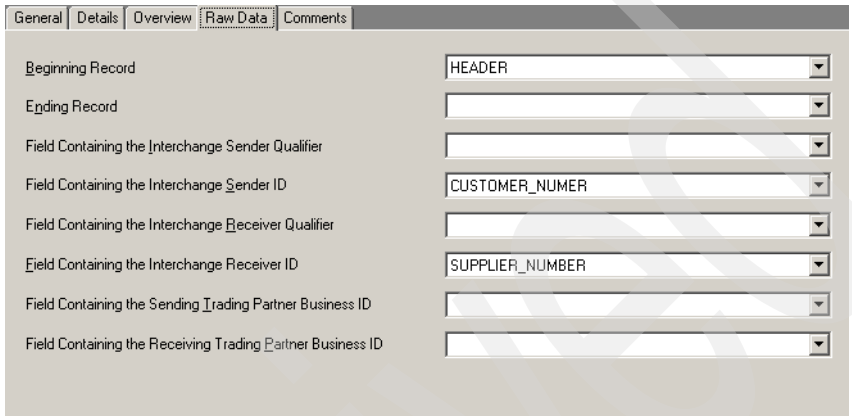

Figure 15-10 Details tab of the PURCHASE_ORDER document definition
3. Define the field containing the Interchange Receiver ID as **SUPPLIER_NUMBER.** The Details tab of the PURCHASE_ORDER document definition should appear as shown in Figure 15-10.